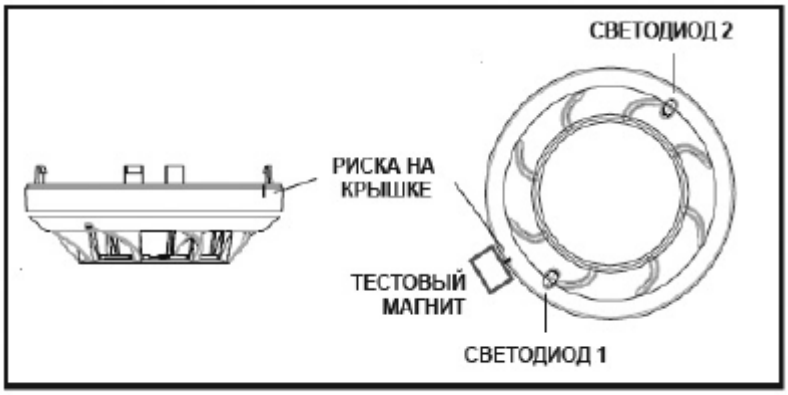

Рис. 3: Тестирование магнитом
1. Поместите магнит (например, M02-24; в комплект поставки не входит) рядом с извещателем, как показано на рис. 3, на расстоянии примерно 2 см от светодиода 1. В этом месте на верхней стороне крышки извещателя имеется 2-х миллиметровая риска.